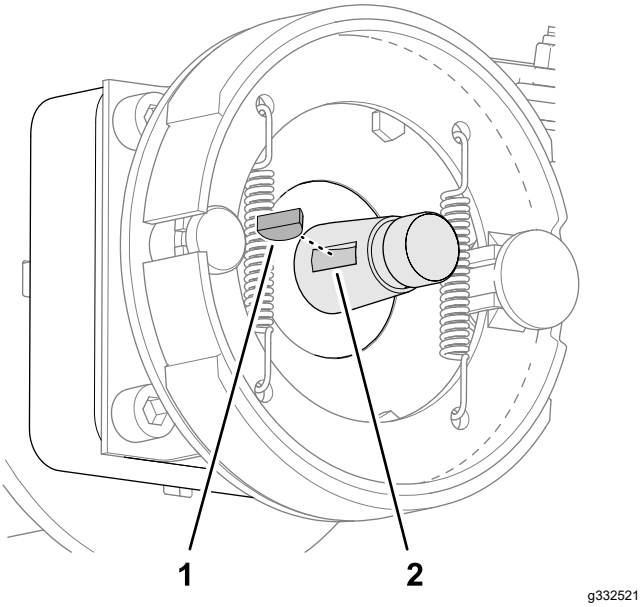

Figuur 73
2. Plaats de schijfspie in de gleuf van de wielmotoras (Figuur 73).